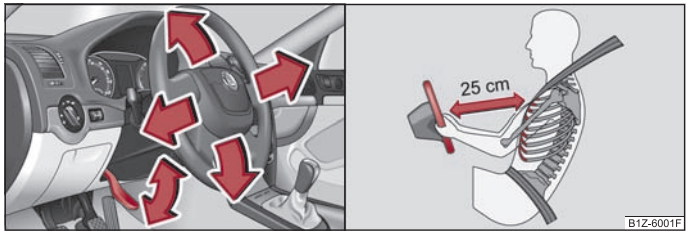

Fig. 83 Volant réglable: Manette sous la colonne de direction
- Tirez la manette sous la colonne de direction vers le bas ⇒ fig. 83, à gauche. Veuillez tenir compte des nota ⇒ ⚠.
- **Le conducteur doit être au minimum à 25 cm du volant ⇒ fig. 83 – à droite. Les airbags ne peuvent pas vous protéger si vous en êtes plus près – danger mortel!**